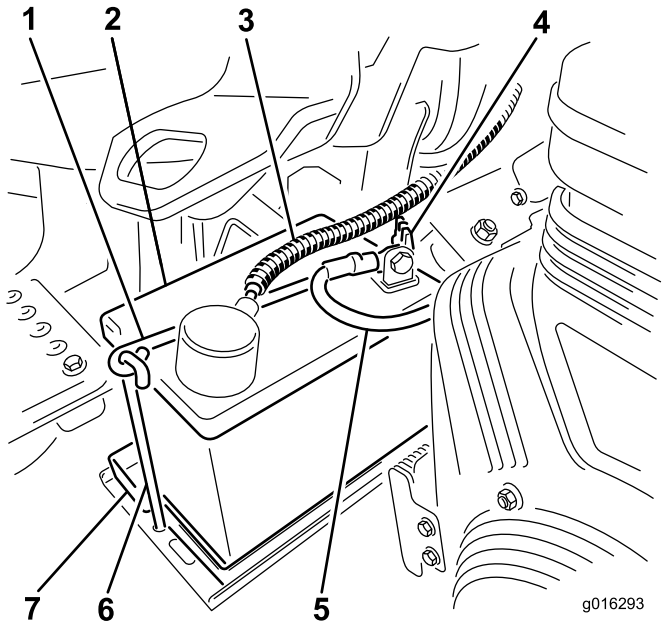

**Figure 8**
7. Placez la batterie sur son support et fixez-la avec la barrette et les fixations retirées précédemment (Figure 8).
8. Raccordez le câble positif (rouge) de la batterie à la borne positive (+) et le câble négatif (noir) à la borne négative (–) et fixez-les en place avec les vis et les écrous (Figure 8). Placez le capuchon en caoutchouc sur la borne positive pour éviter les courts-circuits.